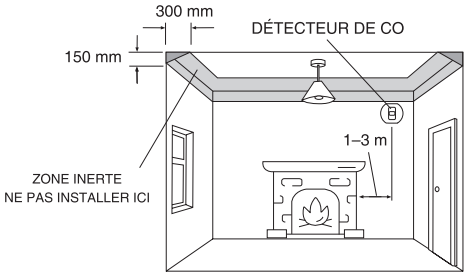
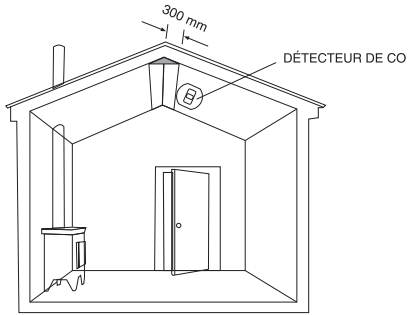

Figure 1: Installation dans une pièce comprenant un appareil de chauffage consommant du combustible
Figure 2: Dans des pièces avec toit en pente, le détecteur de CO doit être placé à l'endroit le plus élevé de la pièce
1. Installation d'un détecteur de monoxyde de carbone dans une pièce avec un appareil à combustion (voir Figure 1 et Figure 2):
Dans les pièces avec des plafonds en pente, le détecteur de CO doit être situé du côté haut de la pièce (voir Figure 2).